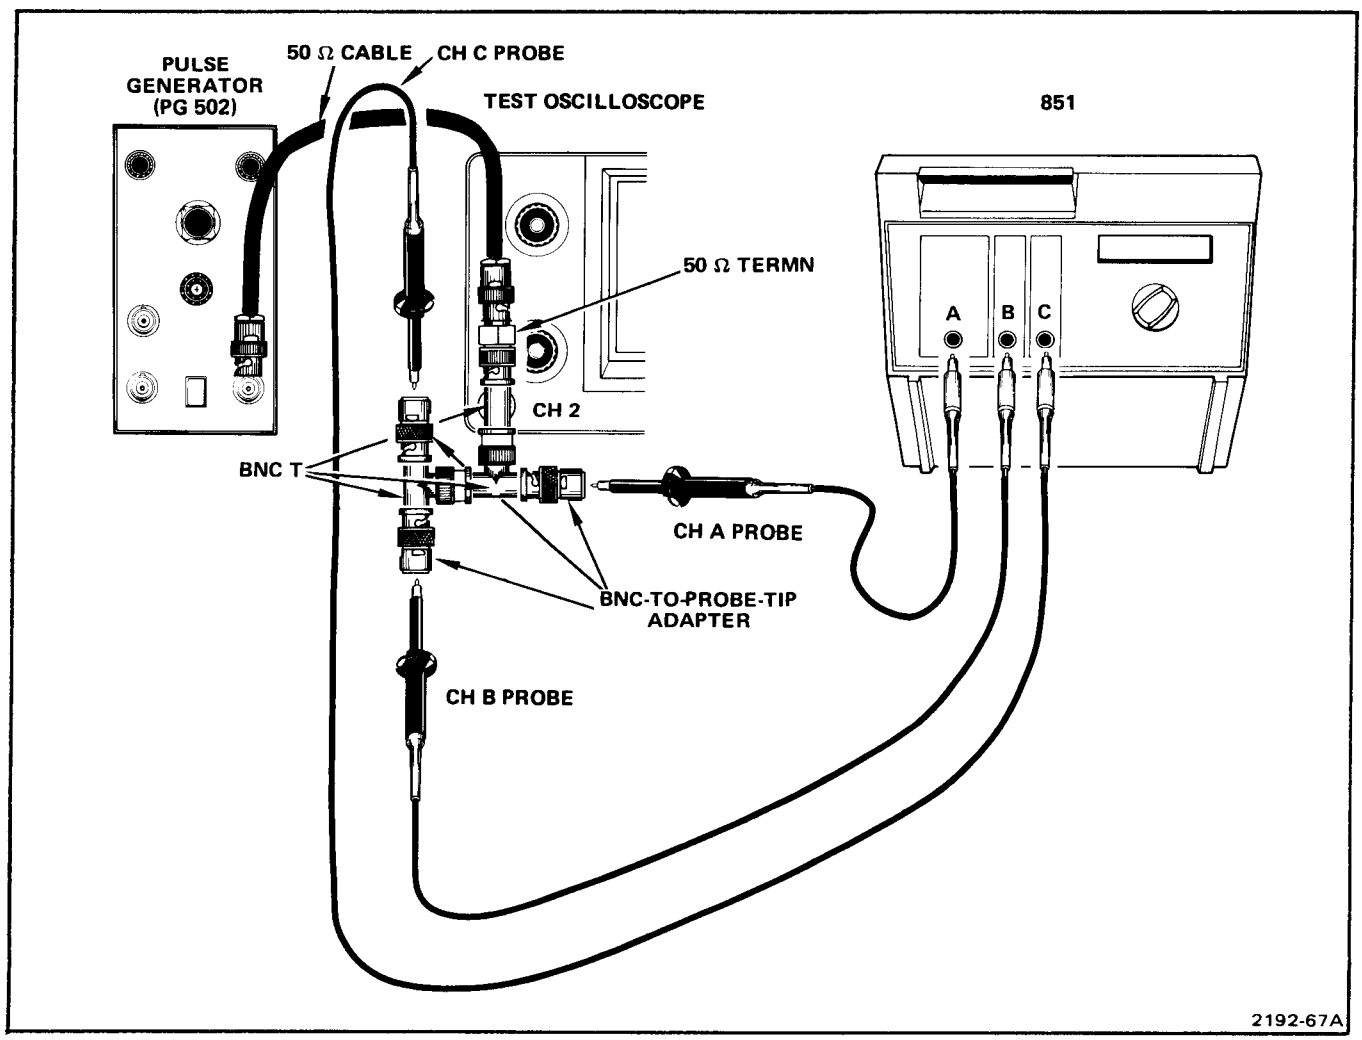

Fig. 3-3. Test equipment and setup for INPUT FILTER check.
See Fig. 3-3.
b. Connect test equipment as shown in Fig. 3-3.